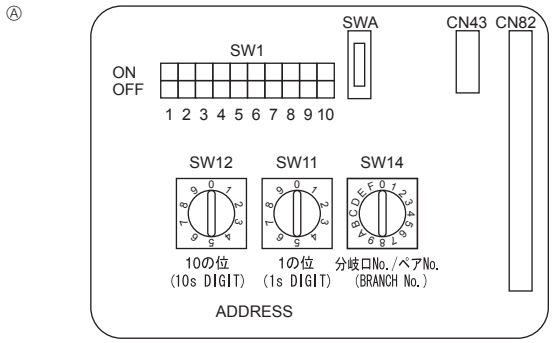

Fig. 6-4
6.5. Adreslerin düzenlenmesi (Fig. 6-4)